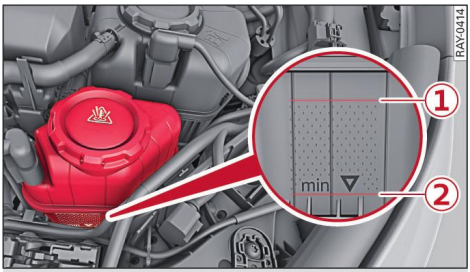

Fig. 145 Engine compartment: Coolant expansion tank for electrical components.
Your vehicle may have two separate coolant expansion tanks depending on its equipment ⇨ *page 298, Fig. 140*. One expansion tank is for the combustion engine (black cap) ⇨ *Fig. 144* and the other one is for the electrical components (blue cap) ⇨ *Fig. 145*. Please refer to the safety information ⇨ ⚠.
- When the coolant is cold, the coolant level for each coolant expansion tank should be between marks ① and ② ⇨ *Fig. 144* or ⇨ *Fig. 145*. The coolant level may initially be slightly above the top mark ① on new vehicles. This may also be the case if the engine is warm.
- Read the coolant level on the outside of the expansion tank Ⓐ ⇨ *Fig. 144* or ⇨ *Fig. 145*.
– Applies to vehicles with cooling of electrical components: The caps for the two coolant expansion tanks must not be swapped over – risk of engine damage! Black cap for combustion engine ⇨ *Fig. 144*, blue cap for electrical components ⇨ *Fig. 145*.
Applies to vehicles with cooling of electrical components: Coolant circuit for electrical components: blue cap ⇨ *page 303, Fig. 145*
- Carefully unscrew the cap for the affected coolant circuit ⇨ *page 303, Fig. 144* Ⓐ or ⇨ *page 303, Fig. 145* by turning it anti-clockwise ⇨ ⚠ *in Checking the coolant level on page 304*.
- Add coolant in the correct concentration ⇨ *page 302* up to mark ① ⇨ *page 303*.